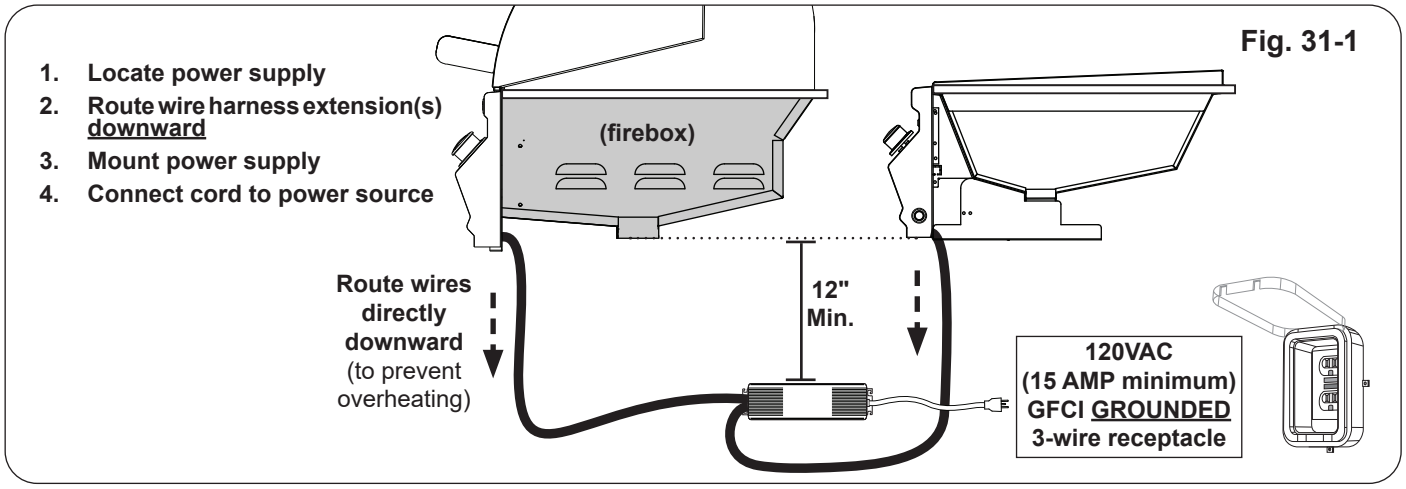

Fig. 31-1
1. The power supply MUST be located at least 12 inches below the bottom of the grill and/or searing station (see Fig. 31-1).
2. The wire harness extension that exits from the control panel MUST be routed directly downward. This will prevent overheating. **DO NOT** route the wire harness extension below the grill firebox and/or searing station (see Fig. 31-1).
- Located at least 12" below the bottom of the unit (see Fig. 31-1)
4. Connect the power cord to a **120VAC (15 AMP minimum) GFCI GROUNDED three-wire receptacle** (see Fig. 31-1). The GFCI receptacle must be a WEATHER-PROOF IN-USE COVERED RECEPTACLE.